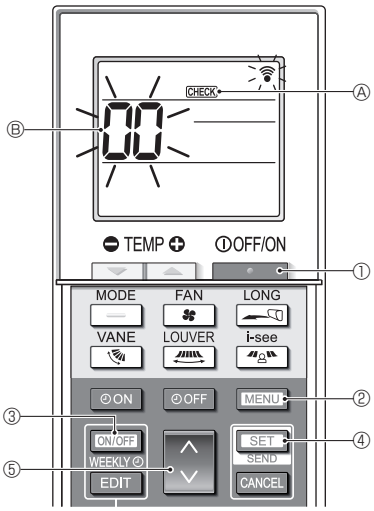

Fig. 7-6
7.3.2. För trådlös fjärrkontroll (Fig. 7-6)
■ **Självtest (Fig. 7-6)**
1. Tryck på knappen [ ], ① för att stänga av luftkonditioneringen.
- Om veckotimern är aktiverad (WEEKLY lyser), tryck på knappen [ON/OFF WEEKLY] ③ för att inaktivera den (WEEKLY slocknar).
2. Tryck på knappen [MENU] ② i 5 sekunder.
3. Tryck på knappen [◇] ⑤ för att välja den köldmedelsadress (M-NET-adress) Ⓑ på inomhusenheten som du vill utföra självtestet på.
4. Tryck på knappen [SET] ④.
5. Tryck på knappen [ ] ①.